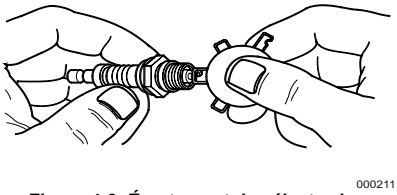

Figure 4-3. Écartement des électrodes
3. Voir la ***Figure 4-3***. Vérifiez la distance entre les électrodes (B) à l'aide d'une jauge d'épaisseur à fils et replacez les électrodes de la bougie d'allumage (A) à une distance de 0,70 à 0,80 mm (de 0,028 à 0,031 po).